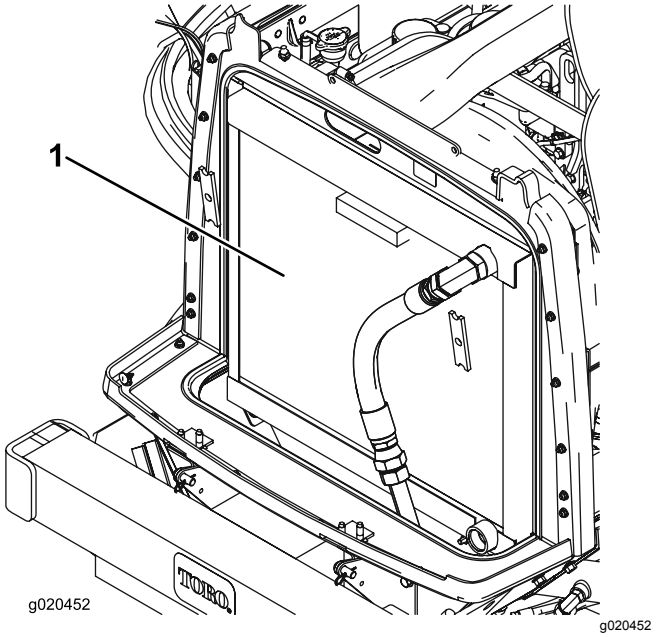

Figuur 96
3. Reinig beide zijden van de radiateur/oliekoeler grondig met perslucht (Figuur 96).